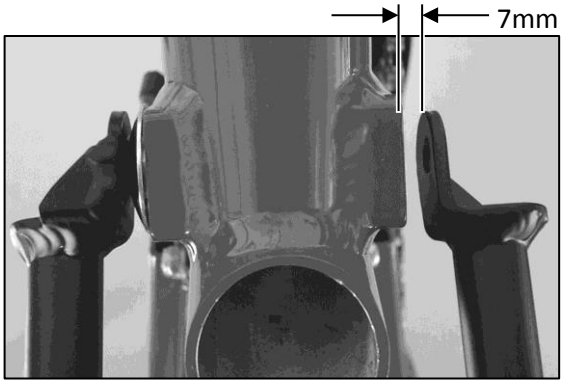

Abb. 4: Position obere Gepäckträgerstreben
1. Segmentklemmung und Sattelstütze entfernen. Aheadset-Kappe ① positionieren.
2. Position der oberen Gepäckträgerstreben prüfen (siehe Abb. 4) und gegebenenfalls richten: